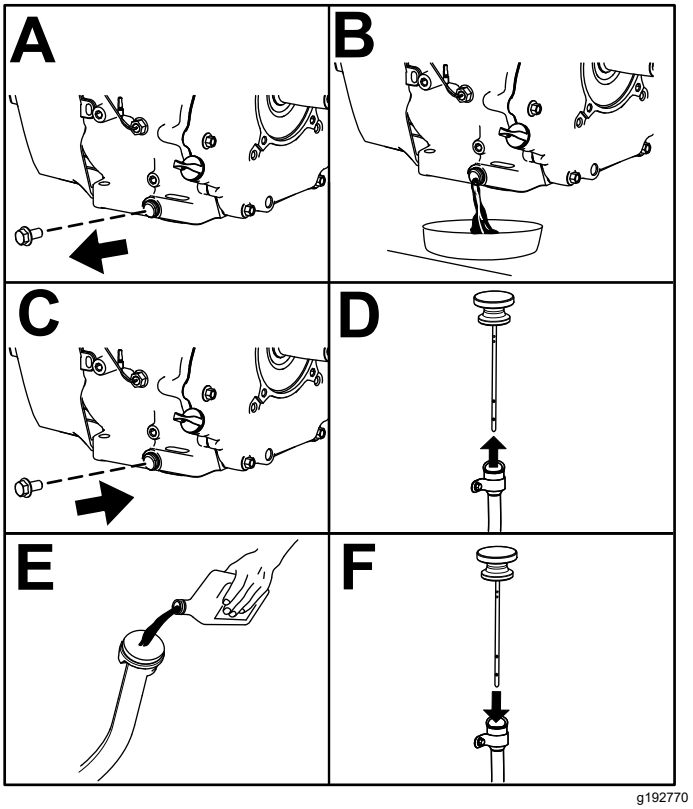

Figuur 39
6. Ververs de motorolie zoals wordt getoond in Figuur 39.